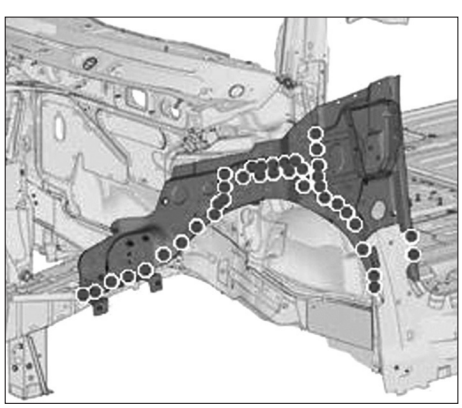

**FIG. 36**
• Souder par points électriques **(Fig.36)**.